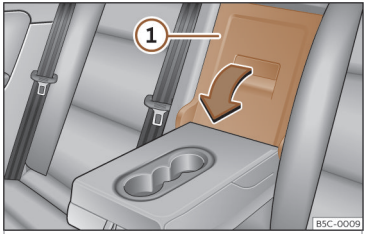

Fig. 121 En el respaldo del asiento trasero: apertura de la trampilla.
- Tire de la palanca de desbloqueo en el sentido de la flecha y abata completamente la tapa de la trampilla>>> **fig. 121** (1) hacia delante.